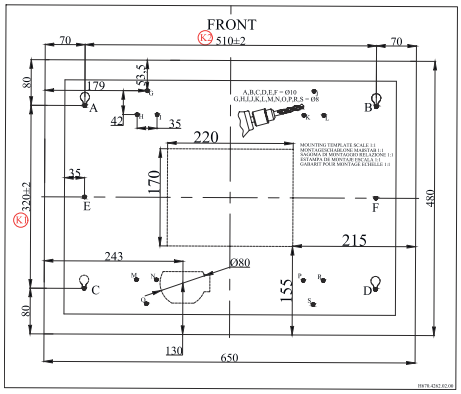
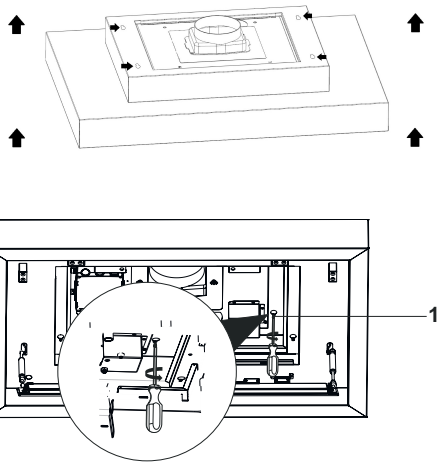

Fig. 28
Fig. 34
Placér skabelonen på loftet hvor den skal monteres og markér derefter punkterne A,B,C, og D og bor derefter Ø10mm huller på punkterne (Fig. 28).
Placér skabelonen på loftet hvor den skal monteres og markér derefter punkterne A, B, C og D, samt, K, L, J, H I, G , M, N, O, P, R & S og bor derefter med Ø8mm bor. (Fig. 28).
Placér skabelonen på loftet hvor den skal monteres og markér derefter punkterne A,B,C, og D (Fig. 28).
7. Når emhætten er løftet helt op, skal skruerne på A, B, C & D føres igennem emhætten.(Fig. 28/1) Skrú nu på skruerne for at fastgøre emhætten til loftet(Fig. 34).